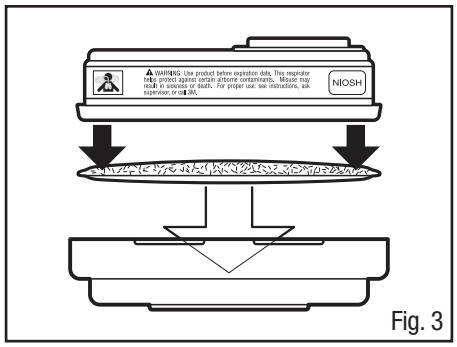

Fig. 3
2. Pressione o cartucho para dentro do retentor de filtro. Ele deve prender firmemente com um estalo dentro do retentor de filtro. Quando corretamente instalado, o filtro deve cobrir completamente a face do cartucho (Fig. 3).